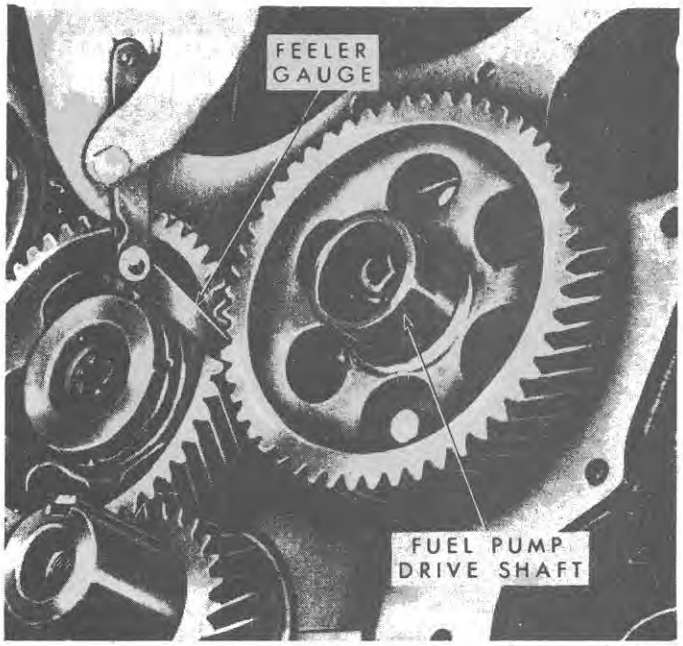

Figure 28
2. Check the backlash of the gears with a dial indicator or a feeler gauge, as shown in Figure 28.
NOTE: ***On gasoline engines, an eccentric, Figure 28, is attached to the front of the camshaft gear. Removal and installation is the same as on diesel engines. At the time of removal of the gear, the shaft should be inspected and a new one installed if any abnormal wear pattern, cracks or grooves are found.***